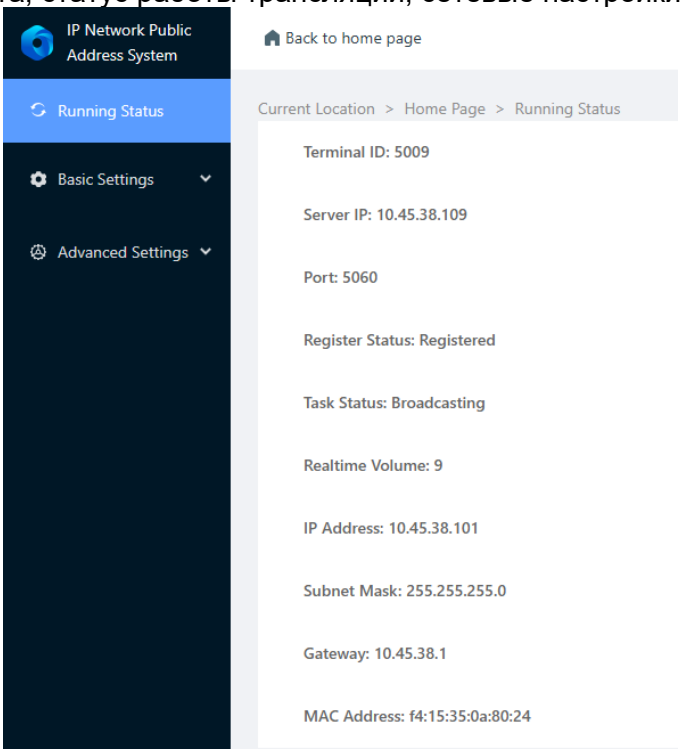

Рисунок 4 – Статус устройства
2.5.2.1 Текущий статус работы устройства отображается в меню «Running status», рисунок 4.